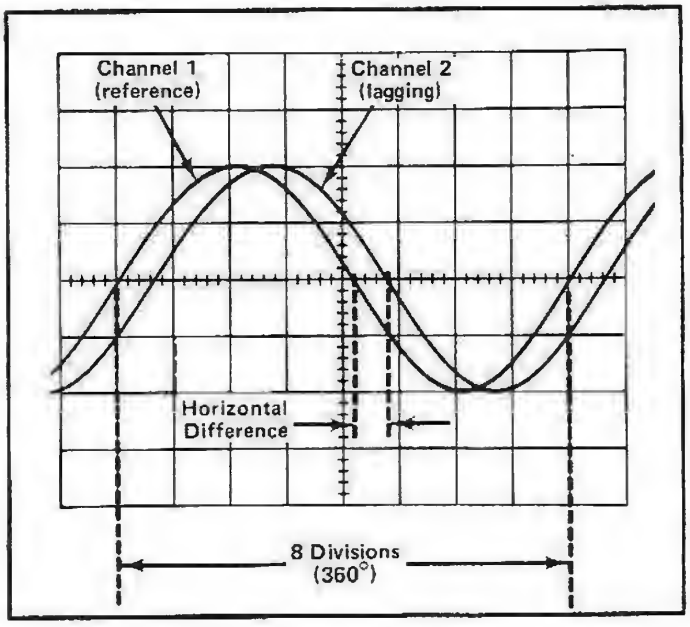
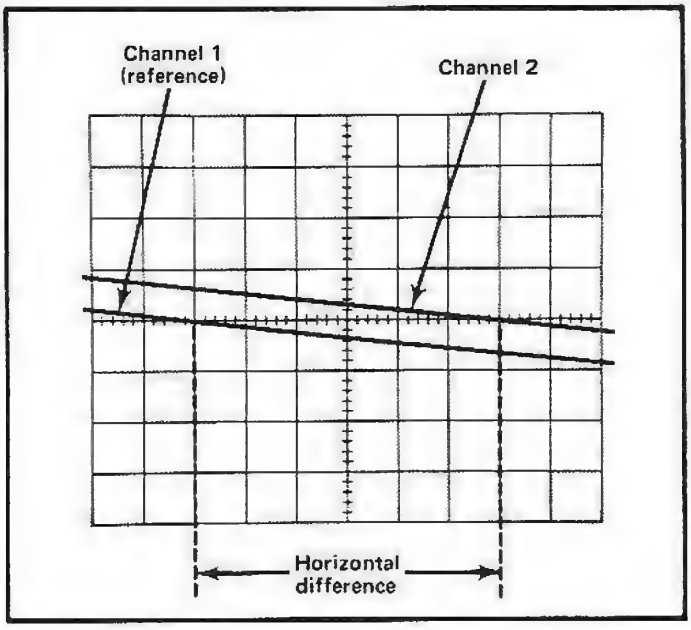

Fig. 2-12. Measuring phase difference.
Fig. 2-13. High resolution phase-difference measurement with increased sweep rate.
10. Turn the Variable TIME/DIV control until one cycle of the reference signal (Channel 1) occupies exactly eight divisions between the second and tenth vertical lines of the graticule (see Fig. 2-12). Each division of the graticule represents 45° of the cycle (360° ÷ 8 divisions = 4°/division). The sweep rate can be stated in terms of degrees as 45°/division.
EXAMPLE. Assume a horizontal difference of 0.6 division with a sweep rate of 45°/division as shown in Fig. 2-12.
EXAMPLE. If the sweep rate were increased 10 times with the magnifier, the magnified sweep rate would be 45°/division ÷ 10 = 4.5°/division. Fig. 2-13 shows the same signals as used in Fig. 2-12 but with the MAG switch set for 10X magnification. With a horizontal difference of six divisions, the phase difference is: